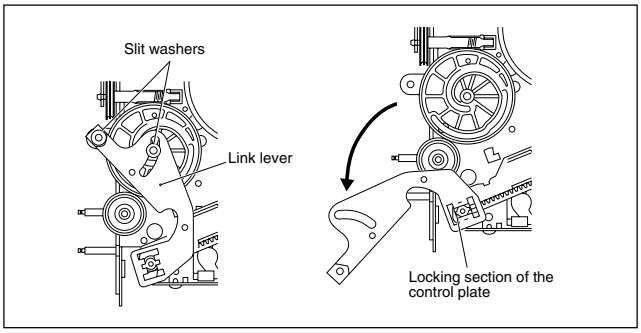

Fig. 2-2-13a
(3) Insert the link lever into the locking section of the control plate. (See Fig.2-2-13a.)
(4) Rotate the link lever clockwise so that it is installed on the shafts in the center (centre) and on the left of the control cam.
(5) Fasten the slit washers at these two points.